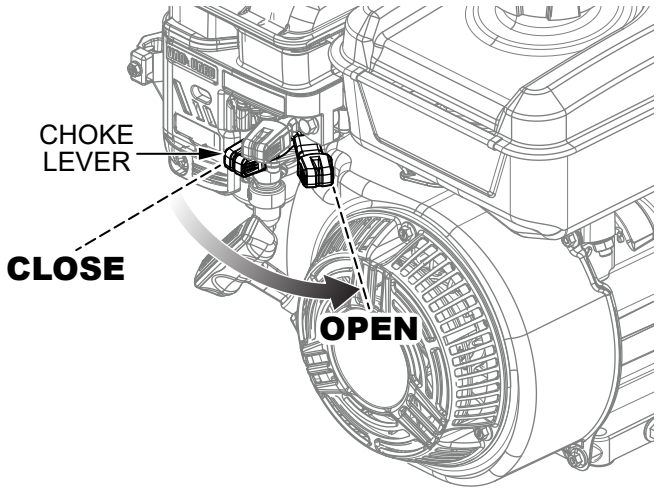

Figure 40. Choke Lever (Open)
5. If starting a warm engine, place the engine choke lever in the **OPEN** position (Figure 40).
7. If the engine has started, slowly return the choke lever to the **OPEN** position (Figure 40) as the engine warms. If the engine has not started, repeat steps 1–5.